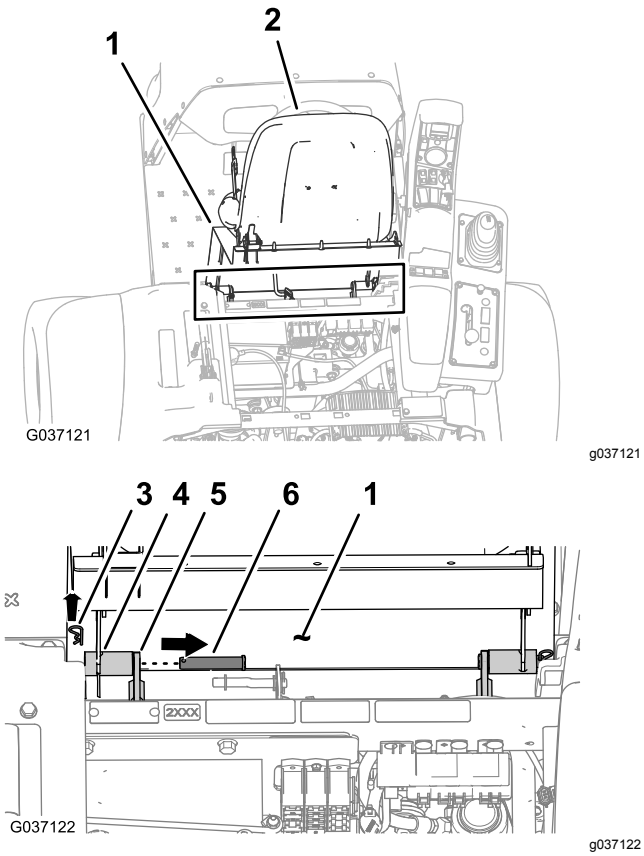

Figuur 5
3. Verwijder de 2 R-pennen waarmee de kantelvoorziening van de stoelplaat is bevestigd aan de chassisbeugels (Figuur 5).
4. Verwijder de 2 draaipennen waarmee de stoel en stoelplaat aan het chassis zijn bevestigd (Figuur 5).